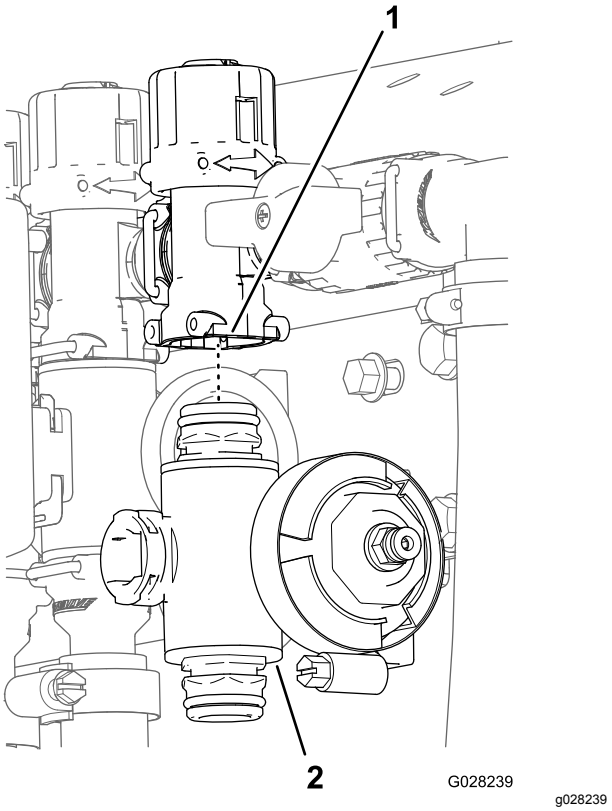

Figuur 70
3. Bij de kleppen van de linker en rechter spuitbomen: verwijder de flenskopbouten en flensmoeren waarmee de klep(pen) van de spuitbomen aan de klepbevestiging zijn bevestigd en verwijder de klepverdeler(s) uit de machine. Bij de klep van de middelste spuitboom: verwijder de spuitboomklepverdeler uit de machine (Figuur 70).